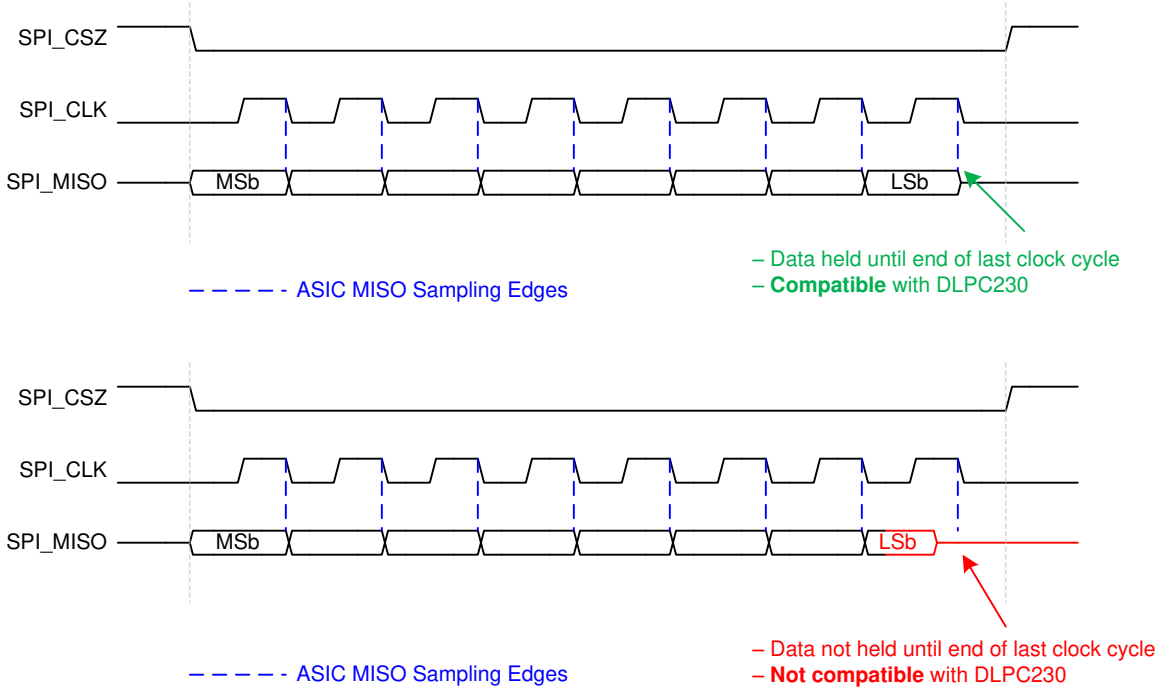

図 5-8. Flash Interface Data Capture Requirements
(1) The DLPC23x-Q1 communicates with flash devices using a slight variant of SPI Transfer Mode 0 (that is, clock polarity = 0, clock phase = 0). Instead of capturing MISO data on the clock edge opposite from that used to transmit MOSI data, the DLPC23x-Q1 captures MISO data on the same clock edge used to transmit the next MOSI data. As such, the DLPC23x-Q1 Flash SPI interface requires that MISO data from the flash device remain active until the end of the full clock cycle to allow the last data bit to be captured. This is shown in 図 5-8.
(2) The actual maximum clock rate driven from the DLPC23x-Q1 can be slightly less than this value.